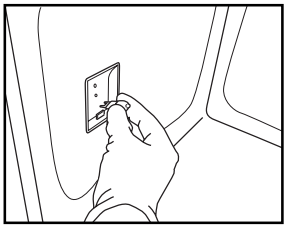

Рис. 8
4. Замініть лампочку (див. примітку щодо типу лампочок) (Рис. 8).